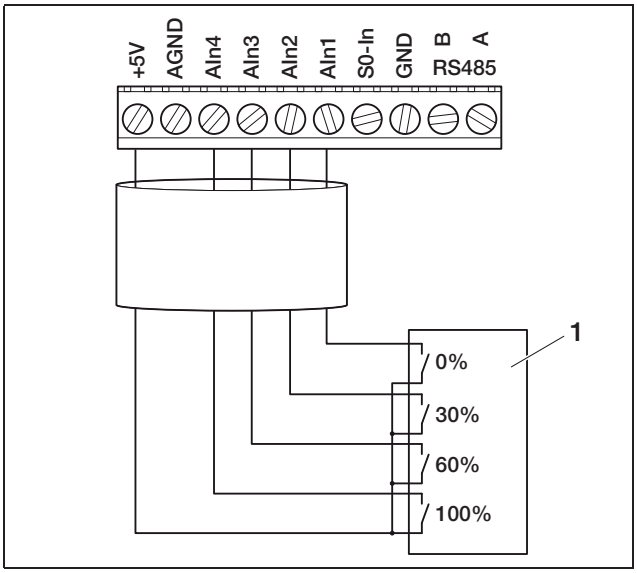

Abbildung 60: *Anschluss des Rundsteuerempfängers an den Wechselrichter*
- Schließen Sie die Leitungen vom Rundsteuerempfänger entsprechend der Anschlussbelegung (Abbildung 60 und Tabelle 8) an.